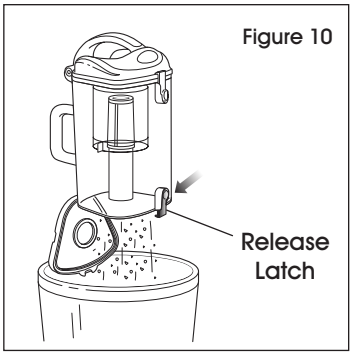

Figure 10
2. Hold dust cup over a trash bin and press the release latch on the bottom. (See Figure 10)